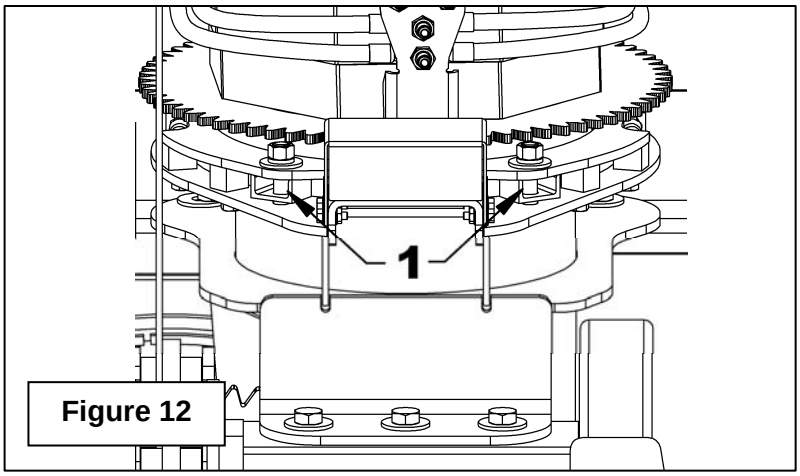

Figure 12
4. **Figure 12:** Fixer la plaque de retenue avec un boulon 5/8"NC x 2 3/4" (item 1) et l'écrou à bride rainurée 5/8" récupéré.